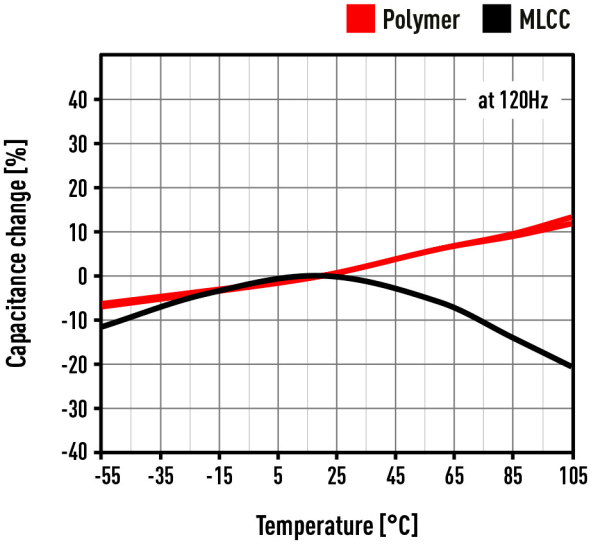

Figura 6 Variazione percentuale della capacità con la temperatura
- La figura 6 mostra le caratteristiche di temperatura tipiche: per i condensatori polimerici la capacità aumenta parallelamente all'aumento di temperatura, mentre le caratteristiche dei condensatori MLCC variano in base al tipo di dielettrico, ma evidenziano una dipendenza dalla temperatura che può causare guasti prematuri.